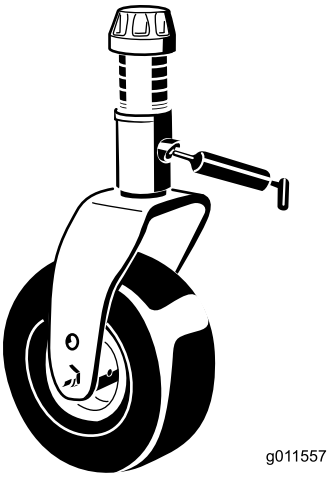

図 42
- キャスタ・フォークのシャフトのブッシュ2ヶ所(図 42)